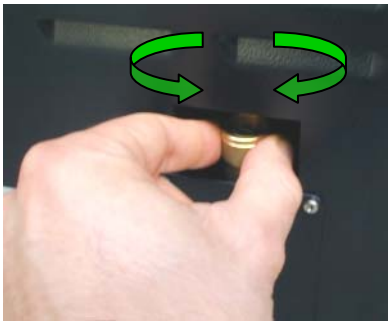

Рис. 9.2.2-1
2. Открутите специальную гайку (Рис. 9.2.2-1) расположенную в верхней части клапана, вращая ее против часовой стрелки, до конца резьбы, пока она не будет свободно проворачиваться. Верните гайку в исходное положение и повторите всю операцию 2 – 3 раза.
2. Вставьте приложенный регулятор между дверным уплотнителем и стенкой **(Рис. 9.2.2-2),** удерживая его за самую длинную часть. Захватите концом регулятора гайку, которая находится посредине дверного уплотнителя.
3. Поверните регулятор против часовой стрелки, по отношению к уплотнителю, на 1/8 оборота **(Рис. 9.2.2-3).**